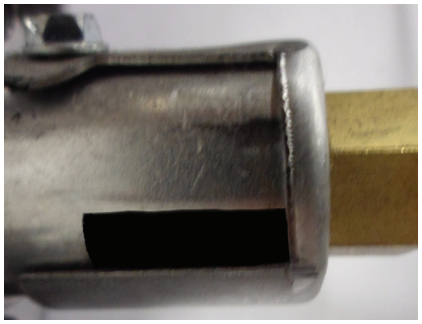

Figure 4 (1/4-inch opening shown)
1. Ensure the air shutter is set to the specification. **See Figures 4 to 6** on this page and Tables 1 and 2 on page 8.
LP Gas Models - The air shutter setting must be 1/4-inch. **See Figures 4, 5, and Table 1 on Page 8.**